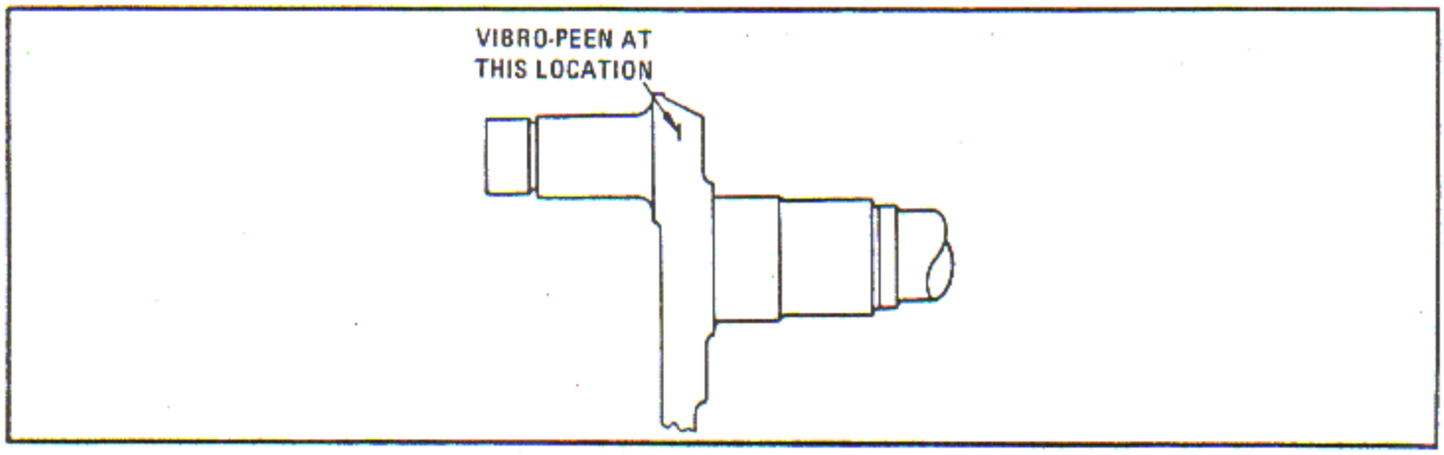

Figure 6-92. Crankshaft Thrust Face Material
e. Vibro-peen the amount of material removed, from the thrust face, on the right of the oil jet hole as viewed from the rear of the crankshaft. See figure 6-92.